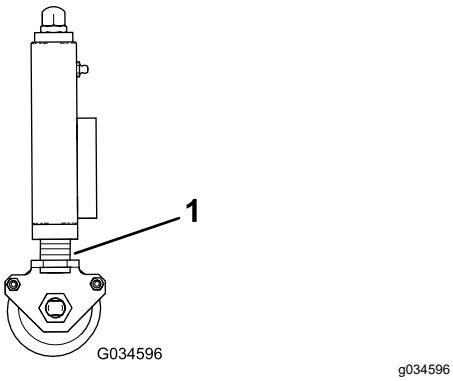

Figur 32
3. Sørg for, at alle klippeenheder er indstillet til samme klippehøjde ved at referere til indikatorringene (Figur 32).